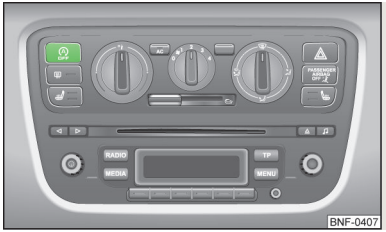

Fig. 80
- Press the symbol button » Fig. 80 .